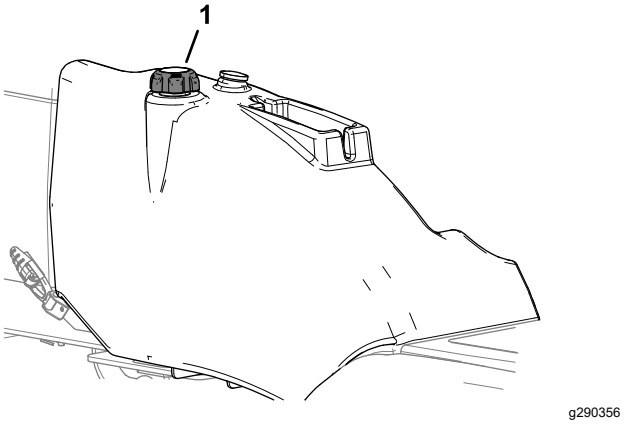

Figur 19
3. Ta lokket av drivstofftanken (Figur 19).